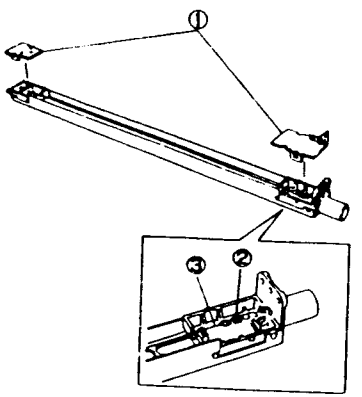

Рис. 2 NZM-0099
5. (Рис. 2): Снимите проволоку коротрона заряда.
①. Снимите защитные крышечки на концах коротрона заряда.
②. Снимите пружину.
③. Снимите проволоку коротрона.